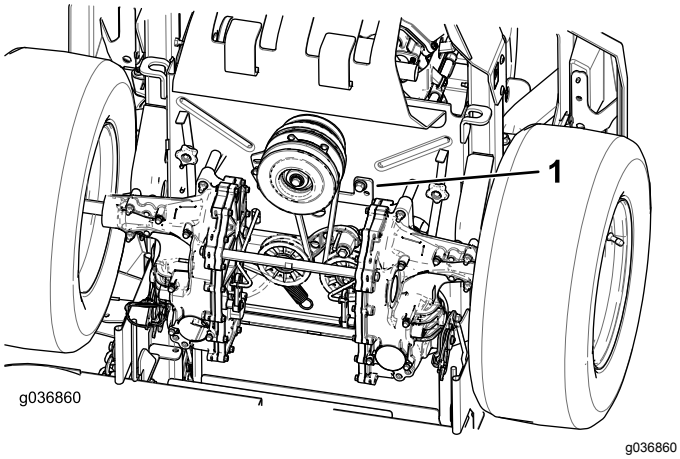

Figure 63
5. Déposez la butée d'embrayage (Figure 63).
9. Reposez la butée d'embrayage (Figure 63).